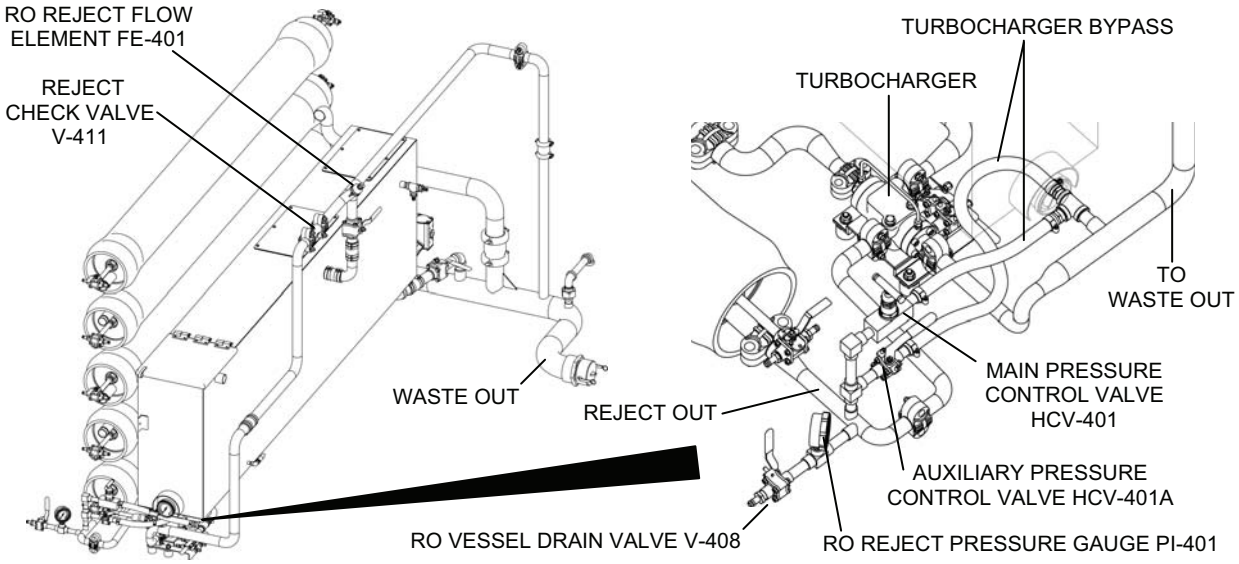
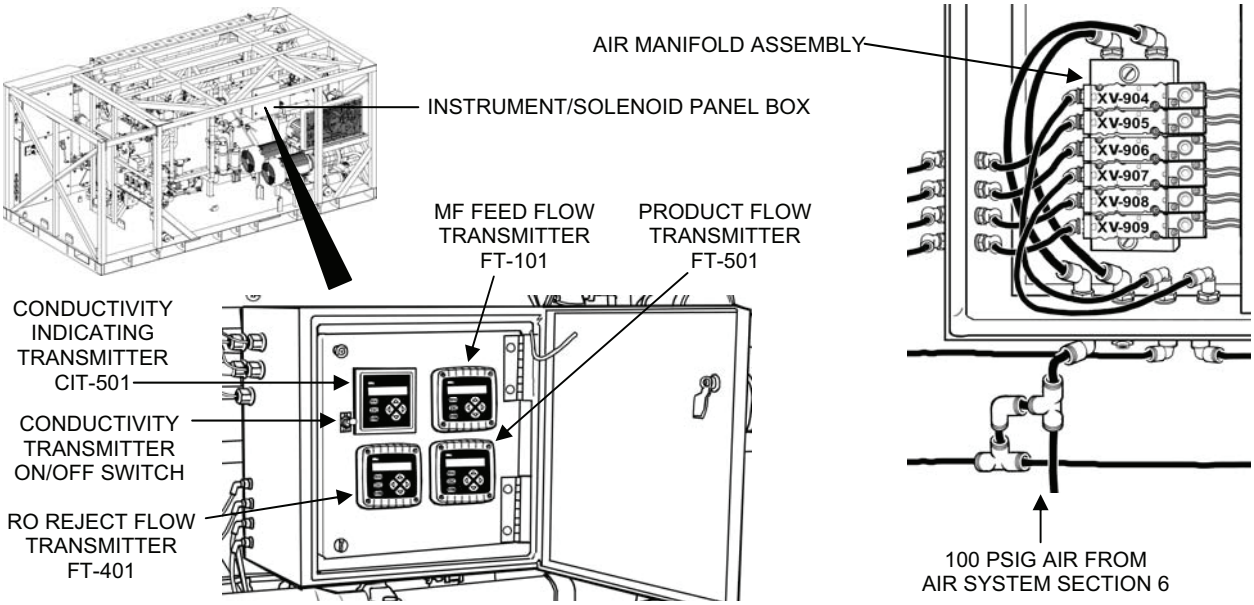

Figure 16. RO System: RO Vessels to Waste Out.
Figure 23. Air System: Instrument/Solenoid Panel Box.
RO System: RO Vessels to Waste Out (Figure 16)
- **RO Reject Flow Element FE-401 and Flow Transmitter FT-401.** (FT-401 is not shown in Figure 16. It is located in the instrument/solenoid panel box shown in Figure 23). FE-401 and FT-401 measure the reject flow. Reject flow is displayed at the operator control panel (OCP).
- **Conductivity Indicating Transmitter (Analyzer) CIT-501**. (CIT-501 is not shown in Figure 16. It is located in the instrument/solenoid panel box shown in Figure 23). Using inputs from CE-501A and CE-501B, provides an output to the PLC which displays the measurement on the OCP as mg/l total dissolve solids (TDS). TDS is an indication of how much salt is in the product water. A high alarm indicates when the TDS is greater than 1000 mg/L or when the PLC calculates that the RO membrane salt rejection has become too low.
- **Product Flow Element FE-501 and Product Flow Transmitter FT-501.** (FT-501 is not shown in Figure 16. It is located in the instrument/solenoid panel box shown in Figure 23). FE-501 and FT-501 measure product flow. The flow is displayed at the OCP.
Air System: Instrument/Solenoid Panel Box (Figure 23)